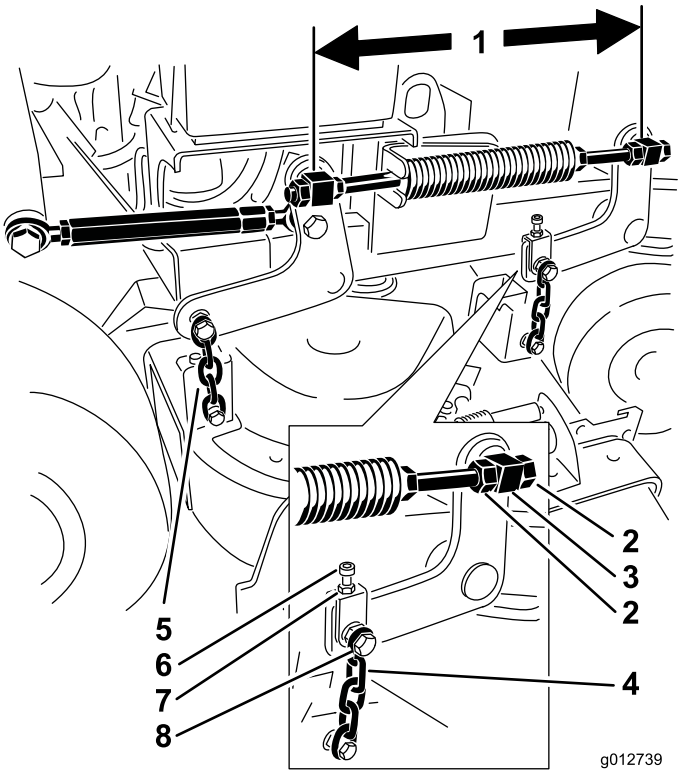

Figuur 84
6. Controleer de afstand tussen de wartels, meet in het midden van de wartels (de lengte van midden tot midden) op de draadstang. Deze afstand moet 49,5 cm bedragen voor maaidekken van 91,4 cm en 43,7 cm voor maaidekken van 101,6 cm (Figuur 84).
9. Gebruik de contramoeren bij de voorste wartel om de lengte tussen de voorste en achterste wartel aan die kant aan te passen (Figuur 84).
11. Gebruik de stelbout om evenveel spanning op beide kettingen aan de voorkant te krijgen (Figuur 84).
5. Draai de moer op de bovenste kettingbout en de contramoer op de stelbout los (Figuur 84).
6. Gebruik de stelbout om de voorzijde 6 tot 10 mm lager in te stellen aan de voorkant bij punt **A** dan aan de achterkant bij punt **B** (Figuur 84).